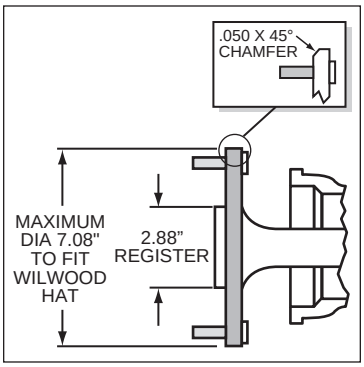

Figure 2. Axle Flange Maximum Dimension
- Axle center register diameter is 2.88", Figure 2. This kit uses Wilwood's removable center register adapters. Rotors can either be centered on the axle register, i.e. *register-centric* or centered on the wheel studs, i.e. *stud-centric.* Due to variations in wheel stud final diameters, *register-centric* centering can be a more accurate method of centering the rotor to the axle. Wilwood offers various diameter adapters for purchase in addition to the ones supplied in this kit, see Table 1.
- Maximum axle flange diameter must be no larger than 7.08" w/.050" x 45° chamfer, Figure 2.